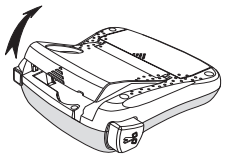

Figura 3
1. Levante a tampa para abrir o compartimento da fita. Ver Figura 3.